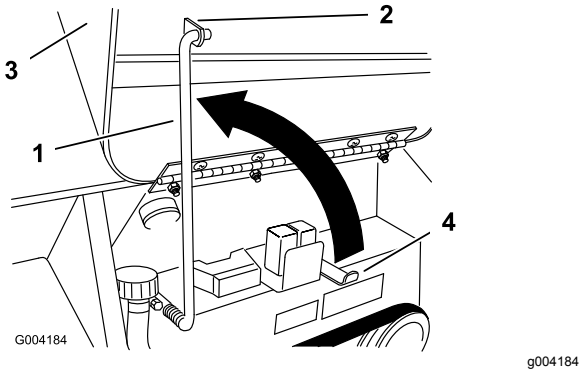

**Figur 24**
4. Fäll upp stöttan och sätt fast den i fästet på motorhuven (Figur 24).